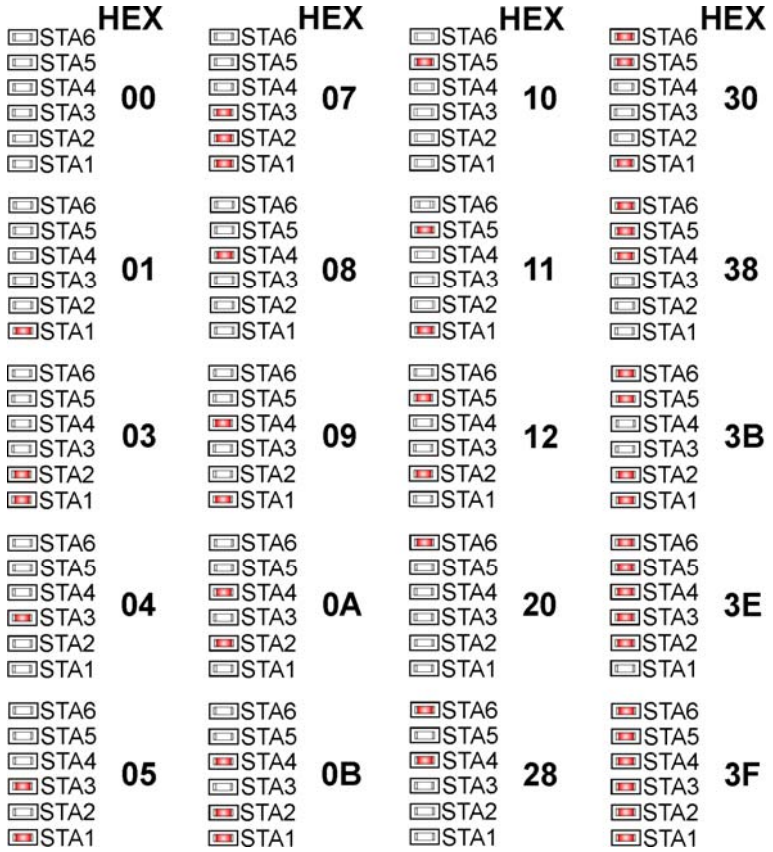

**Figure 2-27 - CPU/System Controller LED Board - LED Hexadecimal Codes (See Table 2-12 for Definitions)**
**(See Figure 2-27 and Table 2-12 for Status LED Definitions)**